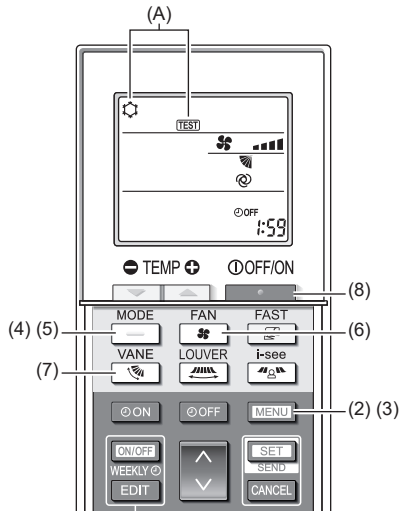

Fig. 7-5
(1) Mettez l’appareil sous tension au moins 12 heures avant l’essai de fonctionnement.
(2) Appuyez sur la touche [MENU] pendant 5 secondes. (Fig. 7-5)
(3) Appuyez sur la touche [MENU] .
La mention (A) [TEST] et le mode de fonctionnement en cours sont affichés. (Fig. 7-5)
(4) Appuyez sur la touche [—] pour activer le mode refroidissement, puis vérifiez que de l’air froid est soufflé par l’appareil.
(5) Appuyez sur la touche [—] pour activer le mode chauffage, puis vérifiez que de l’air chaud est soufflé par l’appareil.
(6) Appuyez sur la touche [ ] et vérifiez que la vitesse du ventilateur change.
(7) Appuyez sur la touche [ ] et vérifiez que l’ailette automatique fonctionne correctement.
(8) Appuyez sur la touche [ ] pour terminer l’essai de fonctionnement.